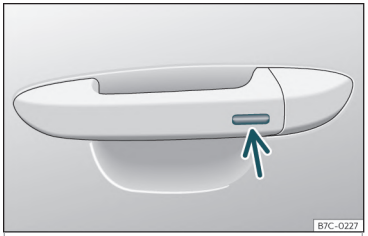

Fig. 91 Mânerul ușii: suprafața senzorului.
• Pentru a închide trapa, țineți apăsată suprafața senzorului de încuiere››› **fig. 91** (săgeată) de pe mânerul ușii. Dacă eliberați suprafața senzorului, închiderea se întrerupe.